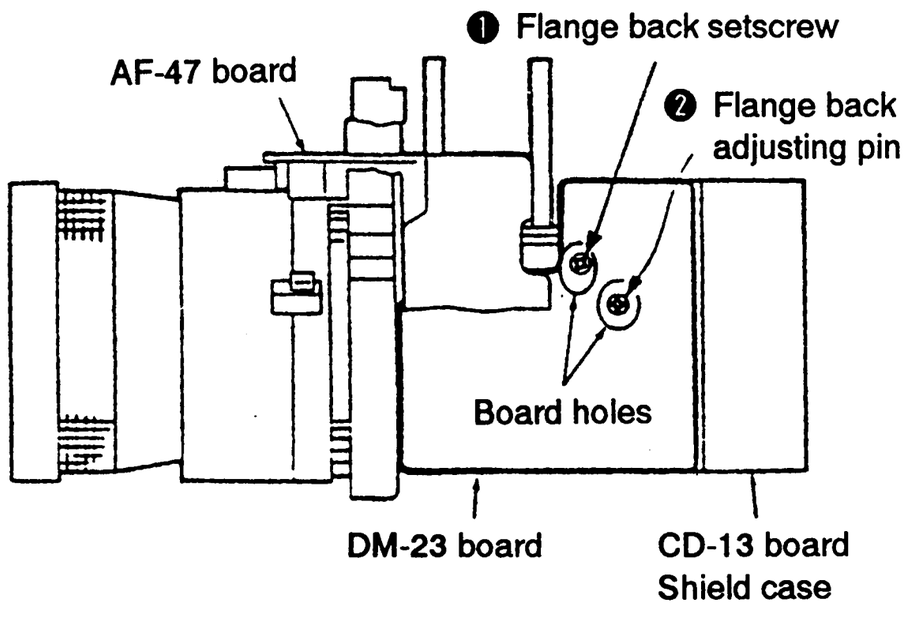

Fig. 7-10.
7) Loosen flange back setscrew ❶ with a Phillips screwdriver. (See Fig. 7-10.)
8) By turning the flange back adjusting pin ❷ while watching the monitor screen, attain the optimum definition of a wedge at the Siemens star center on the screen. (Turn it a few times to the left and right to ensure optimum definition.)